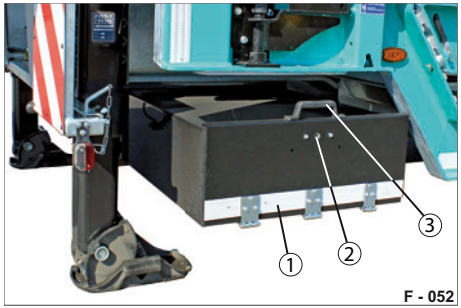

Abb. 112 Staukasten geschlossen
▶ Entriegeln Sie den Deckel (Abb. 112/1) mit dem Schlüssel. Halten Sie den Deckel am Handgriff (Abb. 112/3) fest.
▶ Klappen Sie den Deckel (Abb. 112/1) vorsichtig hoch.
▶ Halten Sie den Deckel am Handgriff (Abb. 112/3) und verriegeln Sie den Deckel mit dem Vierkant-Schlüssel am Verschluss (Abb. 112/2).